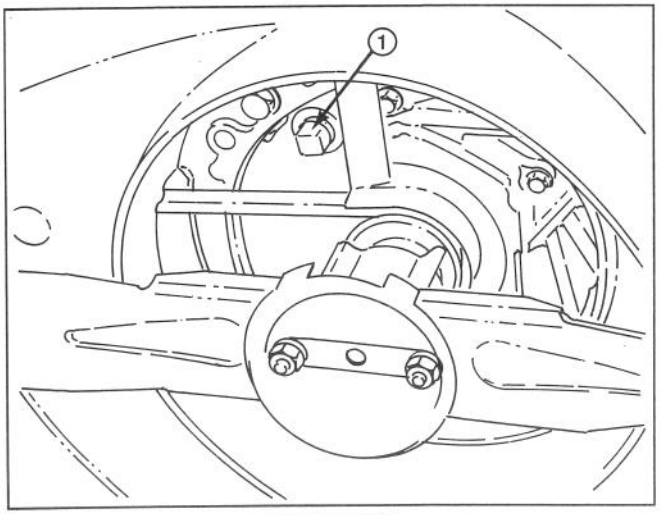

Figure 18
3. Tip mower on its left side. Remove drain plug from underside of mower using an adjustable wrench (Fig.18). Place a drain pan under mower.